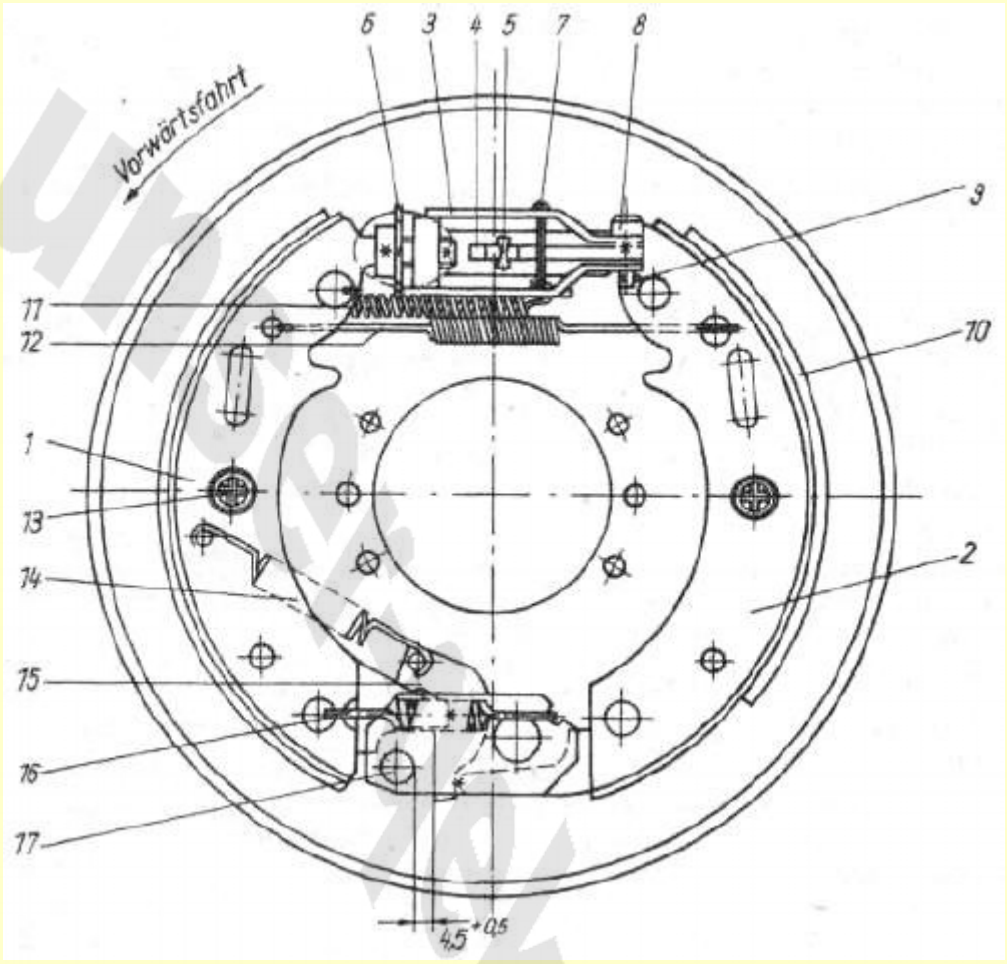

Bild 4.54. Mechanische Radbremse
Um die im Bild 4.54 mit * gekennzeichneten Stellen mit Motimol (Adhäsivpaste) zu behandeln und eine einwandfreie Funktion aller Bauteile der Radbremse zu überprüfen, sind die Bremstrommel und die Radnabe abzuziehen.
- Bremsbackenhalter am Sekundärbacken ausbauen, dazu Bolzen für Seitenlage mit einer Hand von hinten am Bremshalteblech festhalten und mit der anderen Hand von vorn den Federteller in Richtung Bremshalteblech drücken, nach dem Einfedern den Bolzen um 90° drehen und die Federteller mit Feder abnehmen (vgl. Bild 4.54).
Die auf dem Bild 4.54 gekennzeichneten Stellen sind mit Motimol einzureiben. Die Montage der Radnabe muss mit einer Aufdrückvorrichtung durchgeführt werden. Wird die Radnabe aufgeschlagen, dann kann der Automatikhebel durch die Erschütterungen seine Lage verändern, und die Radbremse funktioniert nicht mehr. Nach der Montage der Radnabe ist unbedingt die Lage des Automatikhebels zu den Bremsbacken zu kontrollieren.
Das Spaltmaß zwischen Automatikhebel und Anschlag 16 muss bei anliegender Sekundärbacke 4,5 + 0,5 mm betragen (vgl. Bild 4.54).